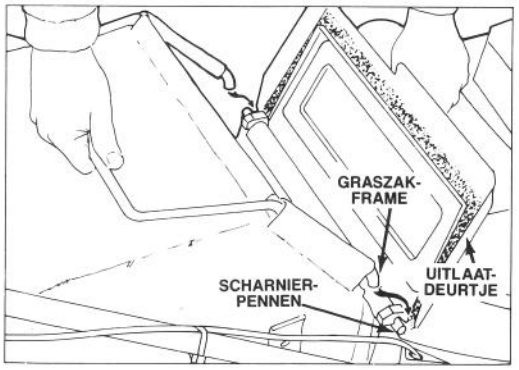
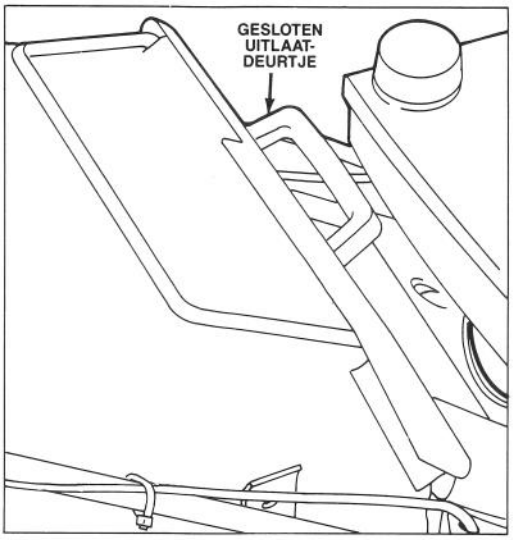

Afbeelding 2
Afbeelding 3
6. Ga voor het aanbrengen van de graszak als volgt te werk: open afvoerkoker en hang het graszakframe over de scharnierpennen (Afb. 2). Laat zak tegen het huis rusten over de kokeropening. Sluit deurtje en zorg ervoor dat het de bovenzijde van de zakopening afsluit (Afb. 3).